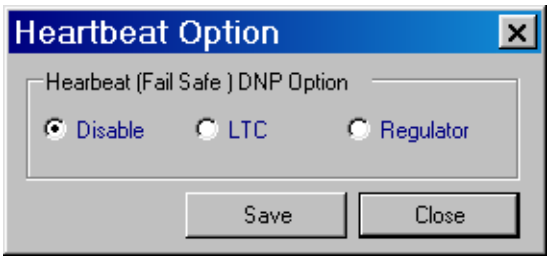

Figure 4-41 HeartBeat Dialog Screen
1. Select **Communication/Setup/ Heartbeat DNP Option** from the TapTalk toolbar. TapTalk will display the Heartbeat option dialog screen (Figure 4-41).